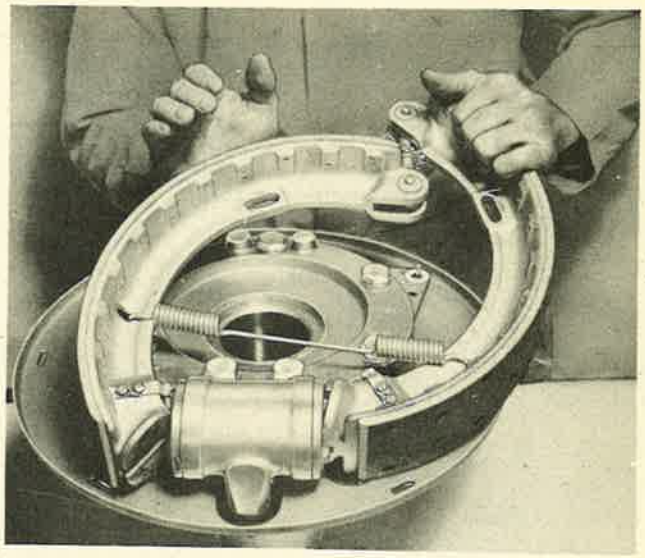
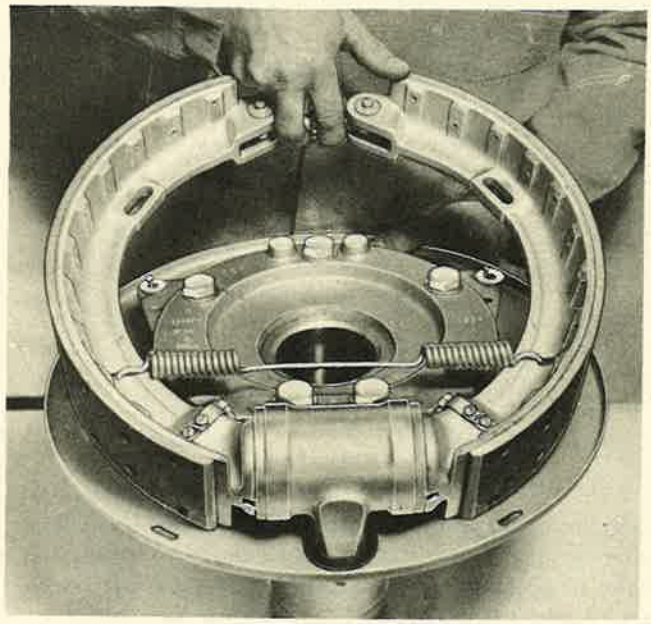

Figure 168—Collapsing Brake Shoes
Figure 167—Lifting Brake Shoe
(5) Lift the brake shoes (figure 167) and collapse the shoe ring, as shown in figure 168.